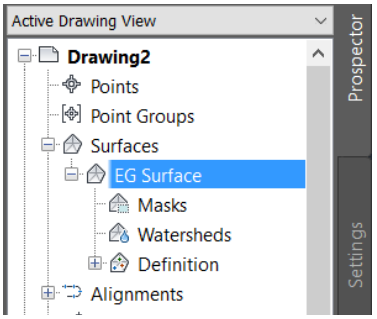

Figure 3-56 *The* ***EG Surface*** *added to the* ***Surfaces*** *node of the* ***Prospector*** *tab*
4. Now, ensure that the **TIN surface** option is selected in the **Type** drop-down list of the **Create Surface** dialog box and choose the **OK** button; the dialog box is closed. Also, the surface is created and added to the **Surfaces** node of the **Prospector** tab of the **TOOLSPACE** palette, as shown in Figure 3-56.